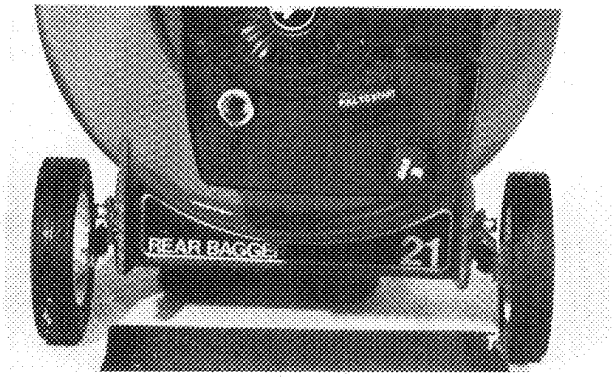

Figure 28
3. Tip mower forward so all oil drains out filler neck and into drain pan (Fig. 28).